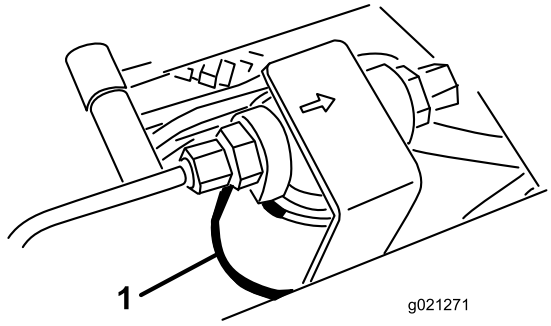
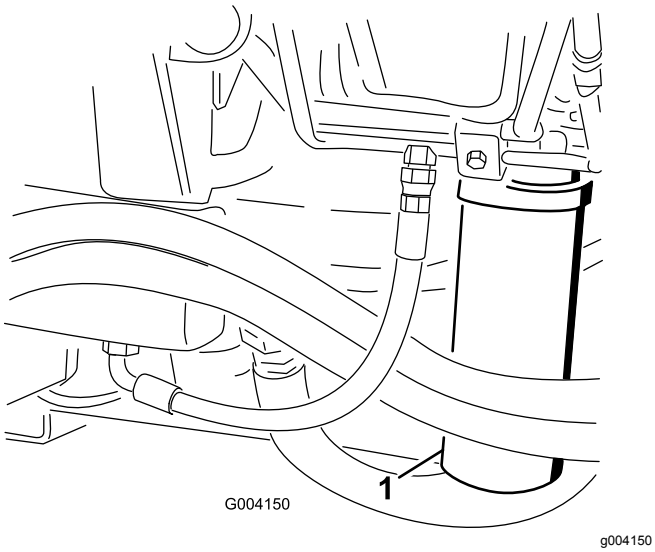

Figur 90
Figur 91
2. Rengör området där filtret ska monteras och placera ett avtappningskärl under filtret (Figur 90 och Figur 91).